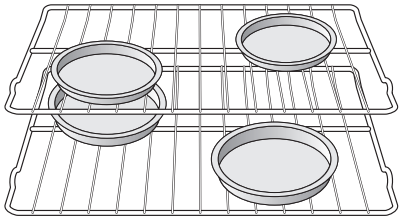
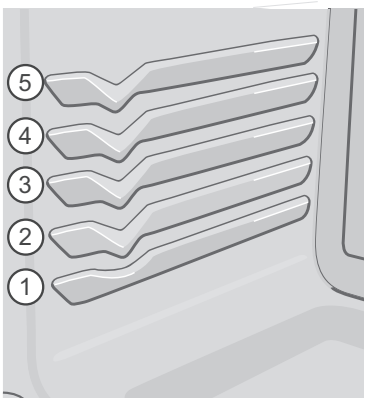

**Figure 19: Pan spacing for convection baking**
**Figure 20: Rack positions**
- When baking cakes using two oven racks, place bakeware in positions 1 (using glide rack) and 4 (using flat rack) (Figure 20) and place pans as shown in Figure 19.